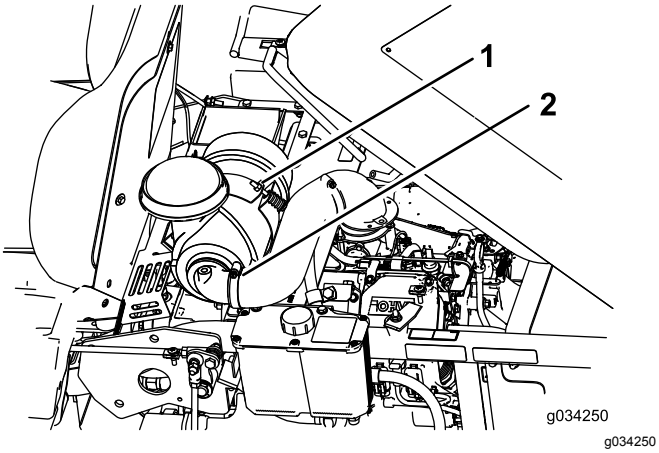

Figur 31
4. Lossa skruven som fäster luftrenaren (Figur 31).
5. Lossa klämman som håller fast slangen och ta bort luftrenaren (Figur 31).